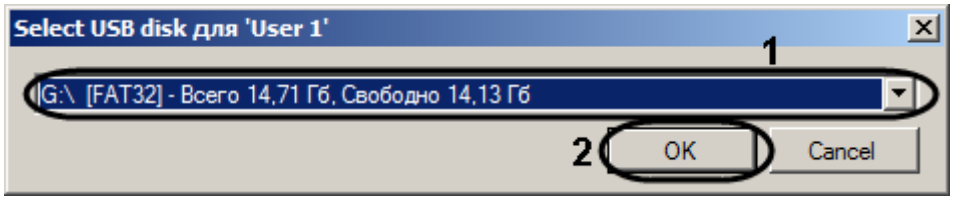

Figure 12.16-6 Selecting the disk for saving the query file
2. Select the removable disk where the query file is to be saved in the drop-down list of the opened dialog box (Figure 12.16-6, 1).
3. Click the “OK” button (Figure 12.16-6, 2). The query file is saved on the selected disk.